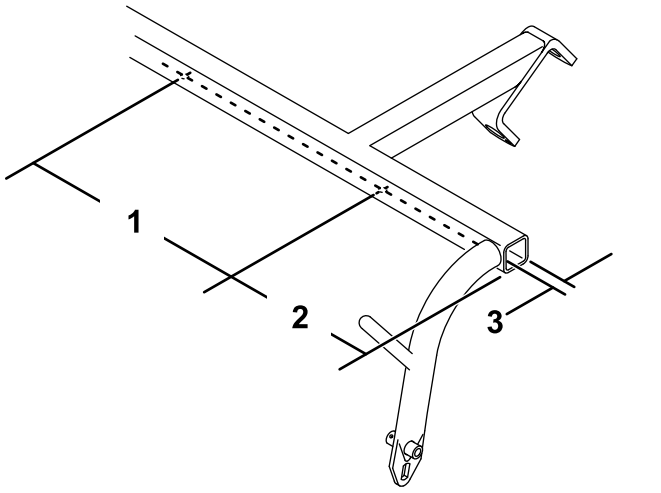

Figura 2
4. Se a estrutura de tração não tiver dois furos no lado inferior, faça-os no local que se mostra em Figura 2 utilizando uma broca de 5,6 mm.